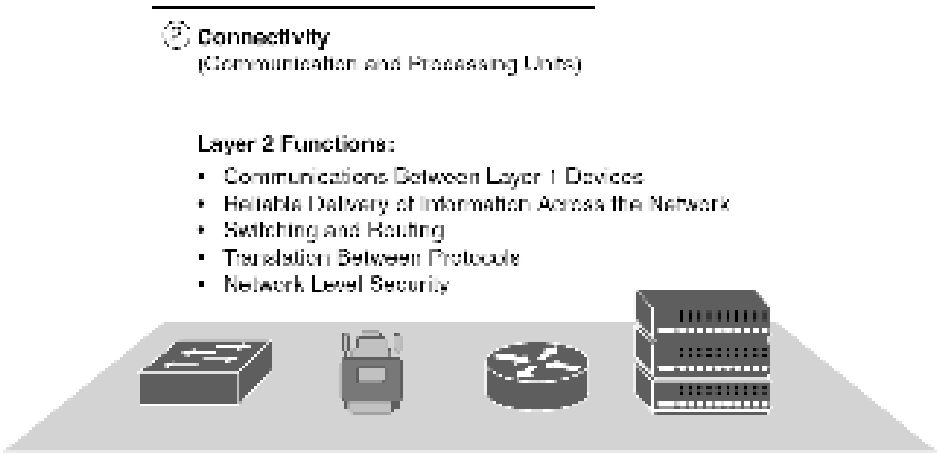

Figure 1.15: IoT Reference Model Connectivity Layer Functions
- Figure 1.15 illustrates the simplified IoT model presented in this book.